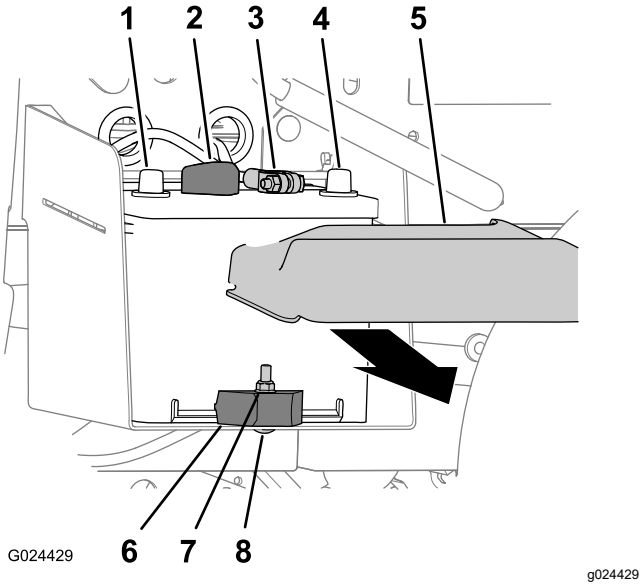

**Figura 50**
1. Apriete los lados de la tapa de la batería y retire la tapa de la parte superior de la batería (Figura 50).
2. Desconecte el cable negativo de la batería del borne de la batería (Figura 50).
3. Desconecte el cable positivo de la batería del borne de la batería (Figura 50).
2. Retire la contratuerca, el perno de cuello cuadrado y la abrazadera que sujetan la batería a la bandeja de la batería (Figura 50).
3. Retire la batería de su bandeja (Figura 50).
1. Alinee la batería con la bandeja de la batería de la máquina (Figura 50).
**Nota:** Asegúrese de que los bornes positivo y negativo de la batería están alineados según se muestra en Figura 50.
2. Sujete la batería a la bandeja de la batería con la abrazadera, el perno de cuello cuadrado y la contratuerca (Figura 50).
1. Conecte el cable positivo de la batería al borne de la batería (Figura 50).
2. Conecte el cable negativo de la batería al borne de la batería (Figura 50).
3. Instale la tapa de la batería en la parte superior de la batería (Figura 50).